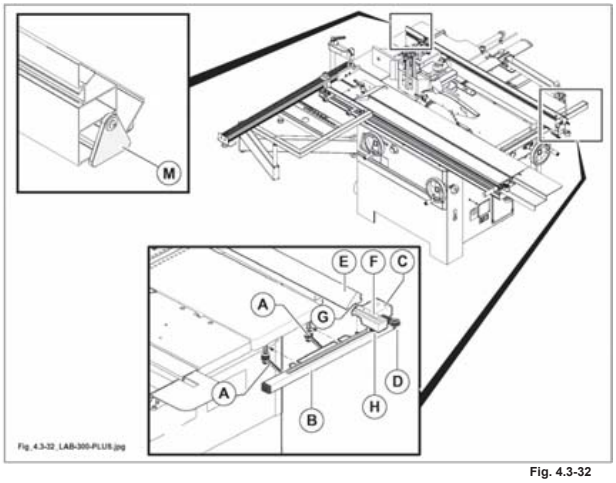

Fig. 4.3-32
1) Montare la guida di scorrimento (B fig. 4.3-32) e serrare le leve (A fig. 4.3-32).
2) Posizionare il supporto (C fig. 4.3-32) sulla guida (B fig. 4.3-32) e serrare la leva (D fig. 4.3-32).
3) Montare la guida (E fig. 4.3-32) inserendo il lardone (F fig. 4.3-32) nella scanalatura (G fig. 4.3-32) e serrare il pomello (H fig. 4.3-32).
accertarsi sempre che il distanziale in plastica (M fig. 4.3-32) sia posizionato come indicato in figura; questo per evitare interferenze fra la guida (E fig. 4.3-32) e l'albero pialla.